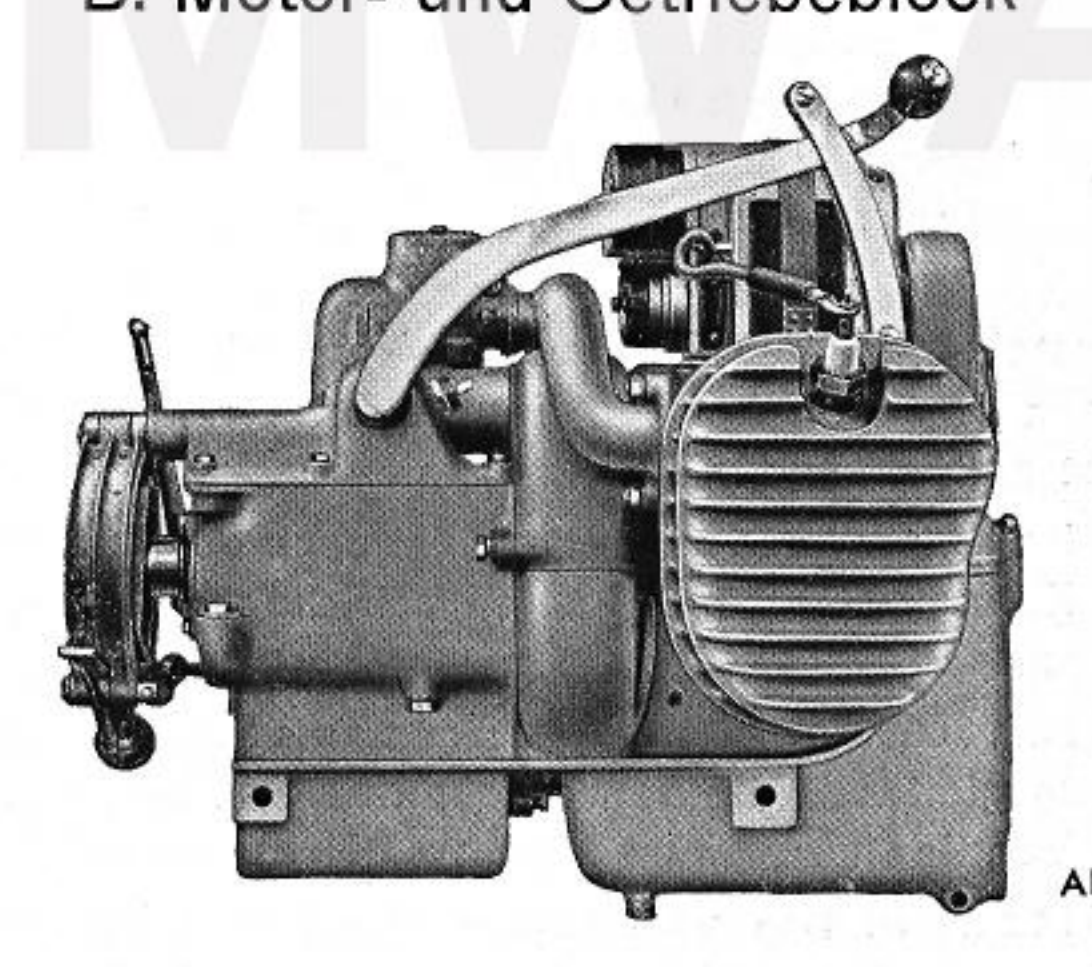

Abb. 3
1. Allgemeines: Der mit der Kupplung und dem Getriebe zu einem Block vereinigte Motor (Abb. 3) wird auf den unteren Rahmenrohren mittels durchgehender Verbindungsschrauben befestigt. Nach deren Lösung kann der ganze Block abgenommen werden, was jedoch nur bei vollständiger Überholung erforderlich ist. Sämtliche Teile sind ohne Aus-
Bild 3: Arbeitshub. Das verdichtete Gemisch wird durch einen an der Zündkerze überspringenden Funken entzündet. Die erfolgende Explosion treibt den Kolben wieder nach einwärts, wobei der Kolben seine Kraft an die Kurbelwelle des Motors abgibt.